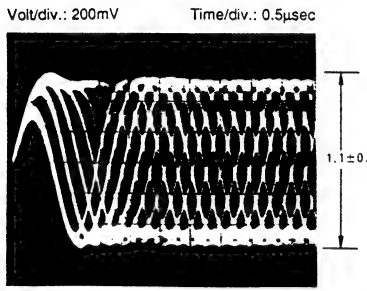

Fig. 10
- Adjust RV502 to max. height and good shape of wave form (Fig. 10). Mark "◊" to be clearly distinguished at the centre).